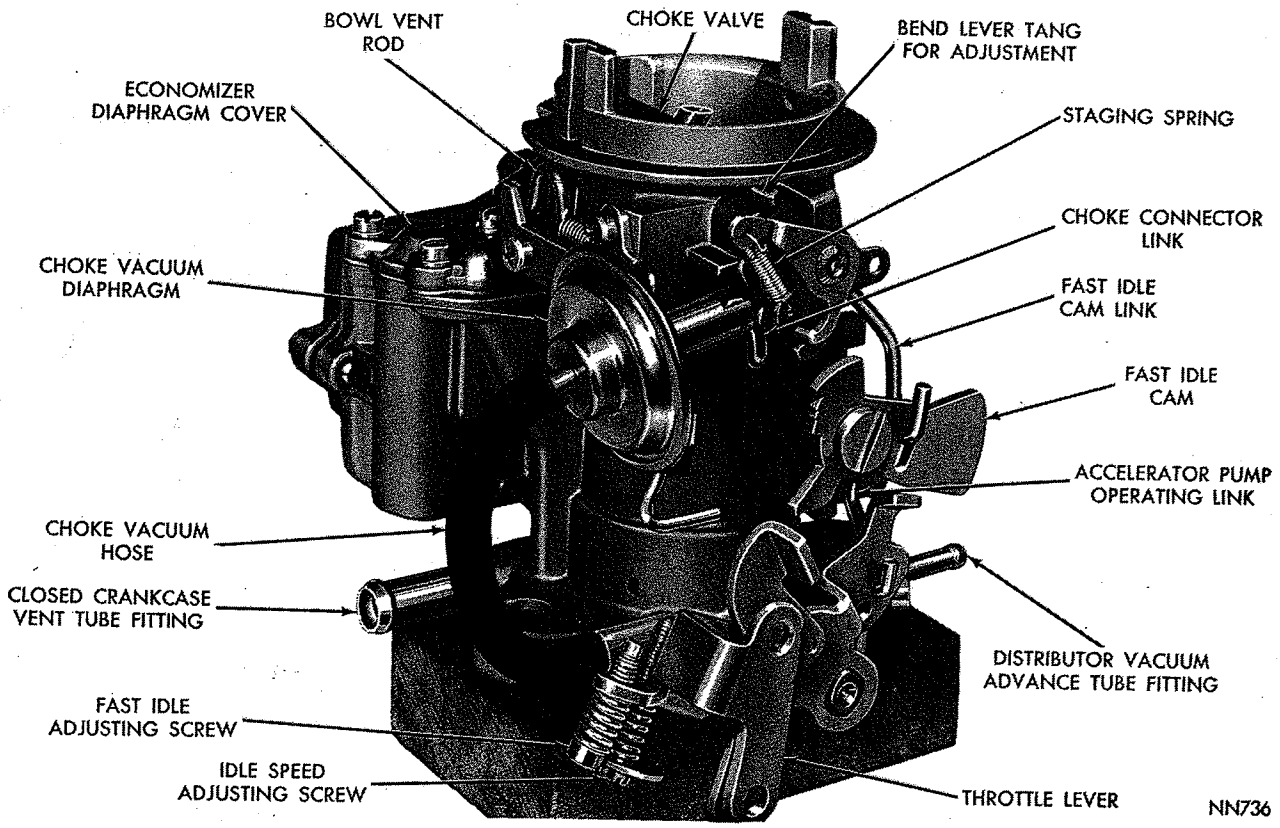

***Fig. 1—Carburetor Assembly (R-3271A, R-3275A, R-3272A, R-3276A, R-3279A and R-3280A)***
The Holley carburetor models R-3272A and R-3280A are used on the 225 cu. in. engine, when the vehicles are equipped with an automatic transmission. R-3276A is used as above but with air conditioning (Fig. 1).
These carburetors are equipped with a spring staged choke. The spring staged choke, shown in Figure 1 is a device incorporated in the choke mechanism which reduces the choke blade closing torque when cranking the engine at temperatures below zero. Thus the spring staging of the choke is a better match for the engine's starting mixture requirements at both the low and moderate temperatures.
To disassemble the carburetor for cleaning or overhauling, refer to (Figs. 1 and 2), then proceed as follows:
(1) Place carburetor assembly on repair stand, Tool C-3886, and remove dashpot (if so equipped).
(2) Remove vacuum hose between carburetor throttle body fitting and the vacuum diaphragm.
(3) Remove "E" clip from choke operating link and disengage the link from diaphragm plunger (stem) and choke lever. Refer to (Fig. 1 or 2).